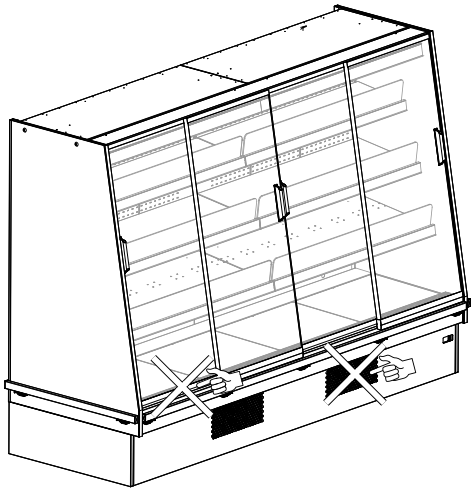

Fig. 14
- A mercadoria não obstrua o correto fluxo do ar refrigerado ("Fig. 14")